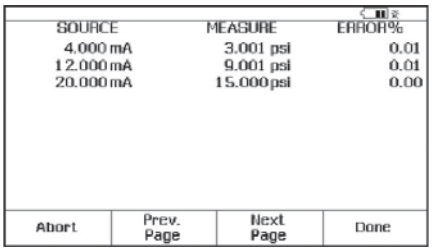

图 19.
11. 完成调整后，选择“As Left”(调整后)、“Done”(完成)和“Manual Test”(手动测试)，重复第 8 步。如果调节成功，测试后汇总屏幕中的所有误差都应为正常显示(图 19)。